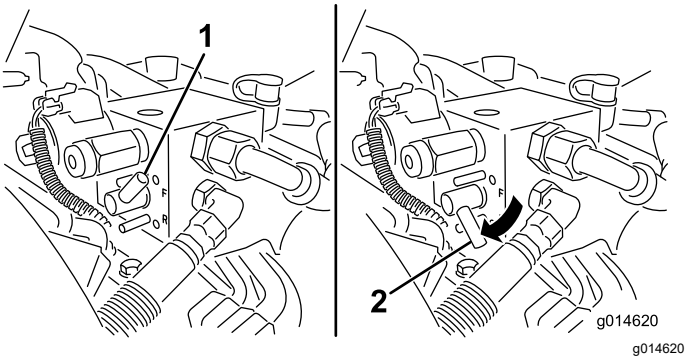

Figur 52
5. Vrid slipningsspaken till BAKÅTLÄGET (R) (Figur 52).